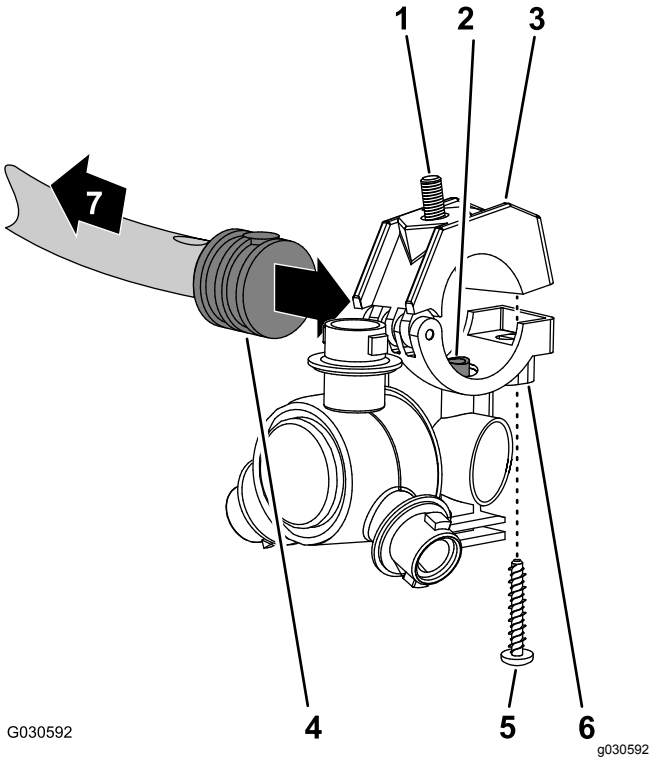

Figur 131
1. Juster overførselsrøret i sadlen til en sprøjtedyse (Figur 131), så det passer med hullet i siden af det enkelte modhage-slangeskaft (1/2 tomme).
2. Luk den øvre klemmehalvdel omkring modhage-slangeskaftet, og fastgør klemmehalvdelen og sprøjtedyseenheden (Figur 131) med den rustfrie stålskrue (nr. 12 x 1-1/4 tomme); tilspænd den rustfrie stålskrue til et moment på 14 til 18 N·m.